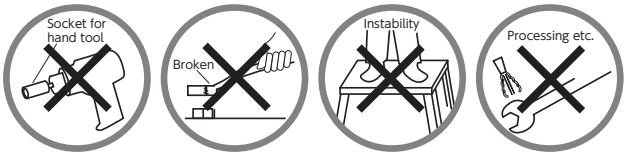

Figure 1. Figure 2. Figure 3. Figure 4.
- The tools are not to be used for any purpose other than that for which they were originally intended. (Figure 1)